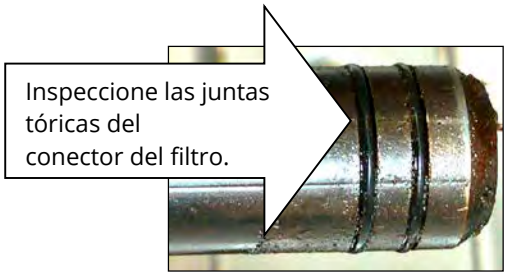

Figura 9
2. Inspeccione el conector de la bandeja del filtro para verificar que ambas juntas tóricas están en buen estado (consulte la Figura 9).